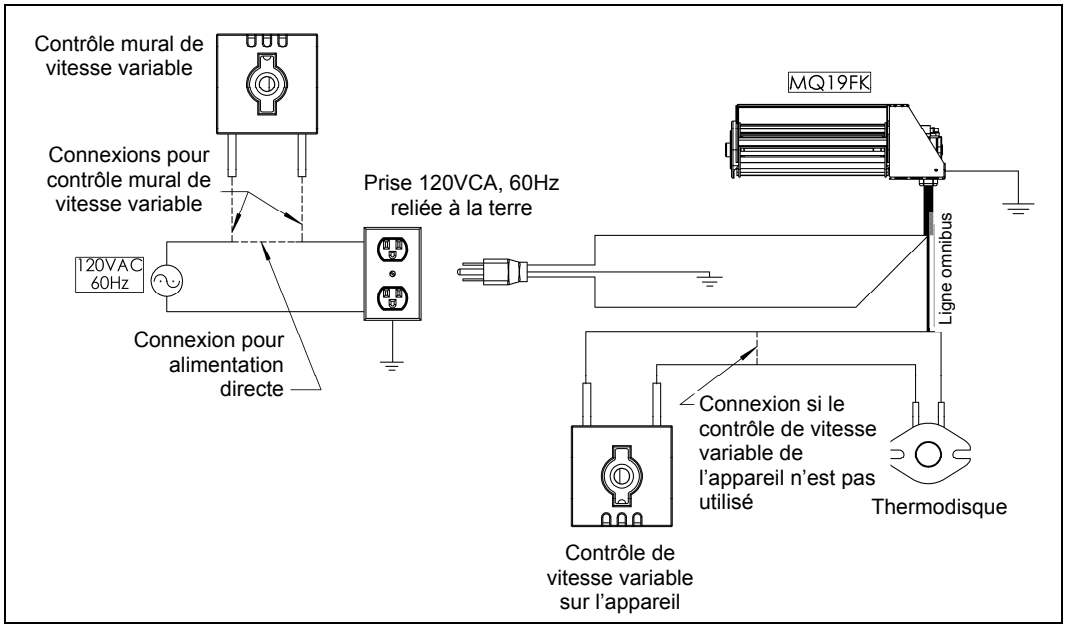

Figure 19 – Diagramme de branchement pour installation avec le contrôle de vitesse sur l'appareil
3. Il y a deux [2] options de connexion pour les terminaux B : 1) Pour laisser l'interrupteur thermique contrôler directement le ventilateur, connectez les fils TERMINAUX B aux terminaux de l'interrupteur thermique (thermodisque). 2) Pour utiliser le contrôle à vitesse variable en conjonction avec le thermodisque, connectez les fils TERMINAUX B en série avec le thermodisque et le contrôle à vitesse variable (voir Figure 19).